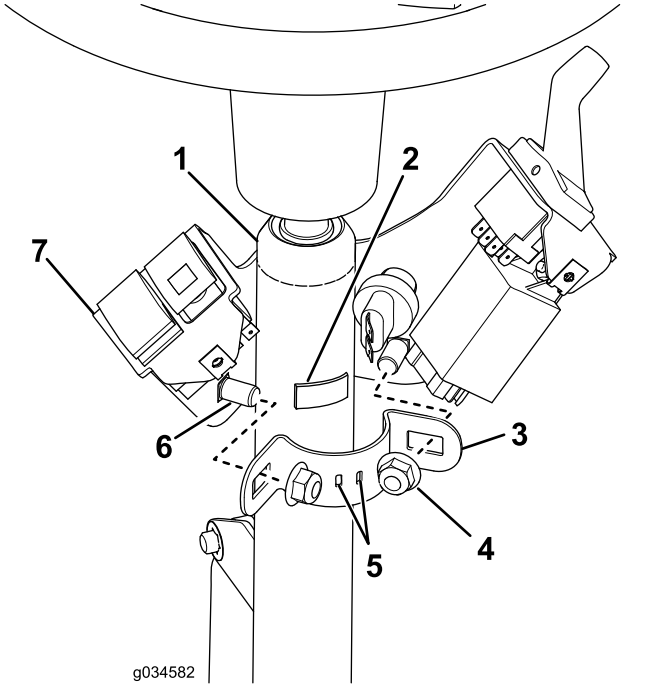

Figuur 14
1. Breng de schuimband aan op de stuurkolom zoals wordt afgebeeld op Figuur 14.
3. Monteer de stuurkolombeugel op de stuurkolom; gebruik de montagebeugel, 2 slotbouten en 2 flensmoeren (Figuur 14).